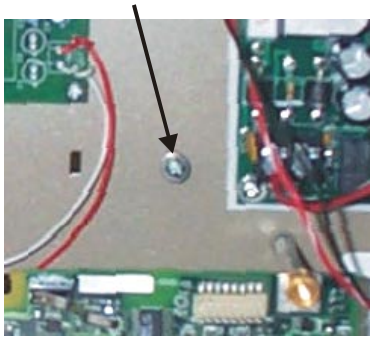

Figure 6: Earth Ground Screw Location
Ground all shield/drain wires (except RS-485 cables) at the earth ground screw, located within the EMC cabinet (see Figure 6). Ground shield/drain wire of RS-485 cable at the PC (using a case screw).
Ground the shield/drain wires from readers, door strikes, door status sensors, and REXs at the earth ground screw, located within the EMC cabinet (see Figure 6).
- Drain wire (shield) should be connected at earth ground at the EMC (refer to Figure 6 on page 10).